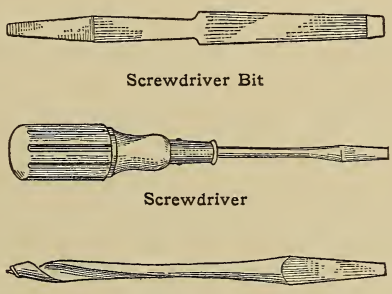

Fig. 80
80). The gimlet bit (Fig. 80) will be needed for boring the smaller holes.